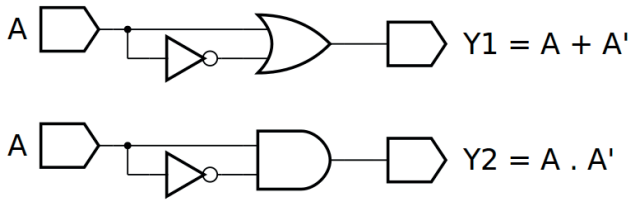
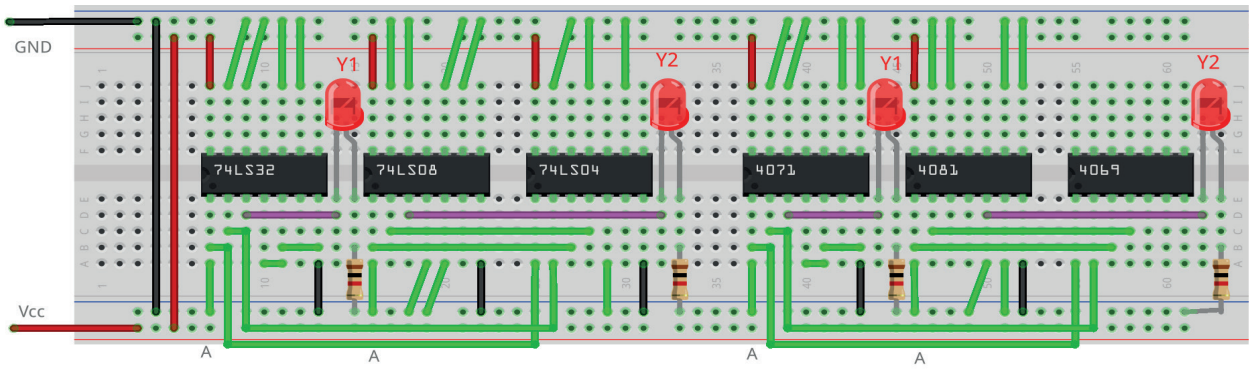

Figura 4.40 – Diagrama esquemático.
Figura 4.42 – Placa de montagem com componentes.
1. Monte o circuito da figura 4.40, conforme mostrado na figura 4.42, na placa de montagem.
6. Simule o circuito da figura 4.40 em um software de simulação para computador (SmartSim, Atanua ou Qucs) e compare com a tabela 4.14.